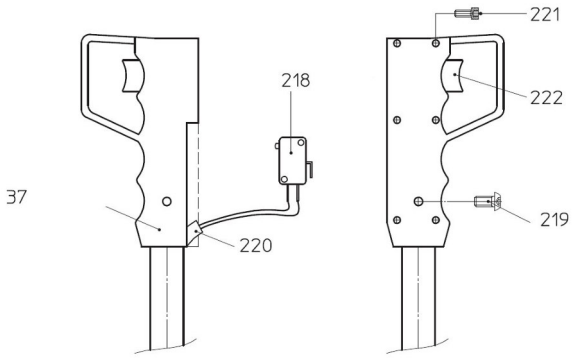

Abb. 10: Montage des Steuergriffs
Schritt 3: Den Knopf [222] und den Hebelarm [22] in den Griff einsetzen und den Griff mit den Schrauben [221 und 219] zusammenschrauben. Dabei ist darauf zu achten, dass das Kabel in die Aussparung des Hebelarms [22] eingeführt wird. Eventuell vorhandene Grate entfernen und scharfe Kanten abrunden [Abb. 10].